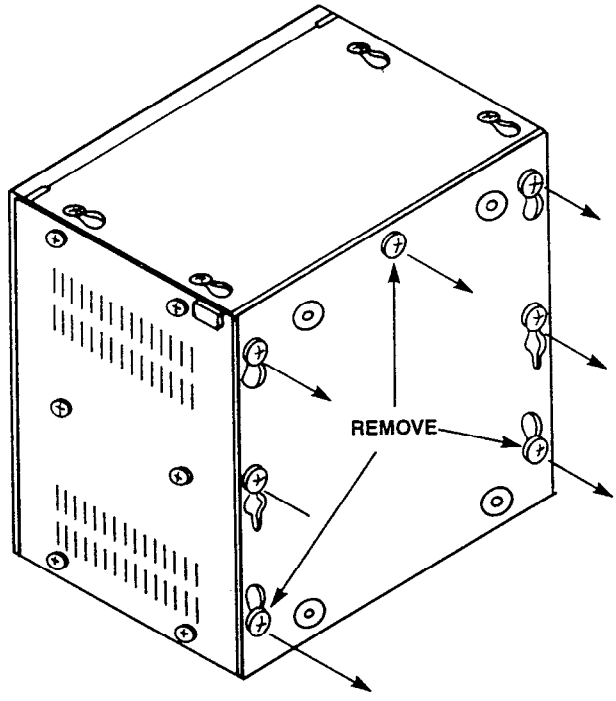

FIGURE 6—MKSU
a) Loosen all seven screws securing the back cover (Figure 6).
b) Remove and save the three screws indicated in Figure 6, lift the back cover off.